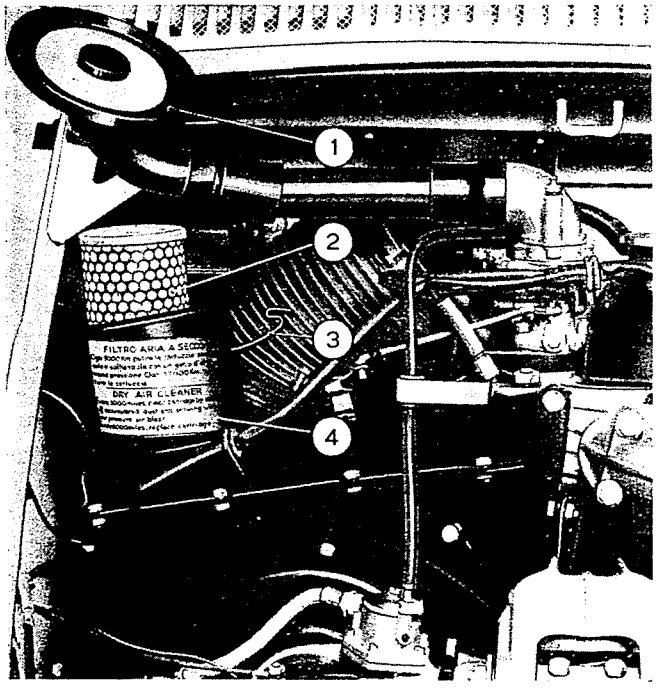

Abb. 450 - Herausnehmen des Filtereinsatzes.
Zum Herausnehmen des Filtereinsatzes, beide Haltefedern (3, Abb. 450) lösen und Filterrohr mit Deckel (1) aus der Gummimuffe herausziehen.